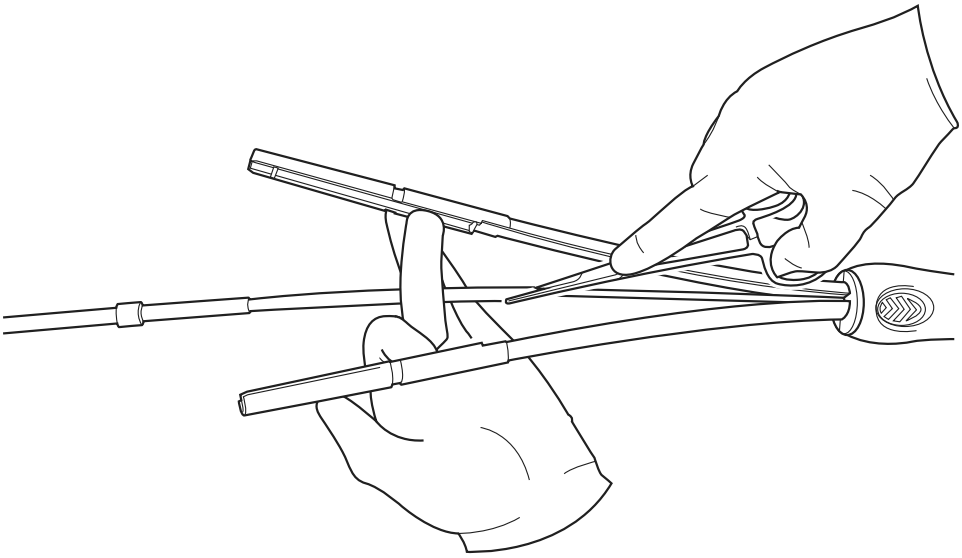

Figura 15. Presa della guaina esterna
6. Afferrare la guaina esterna con le mani o con una pinza emostatica e ritirarla fino al completo rilascio dell’endoprotesi (figura 15).